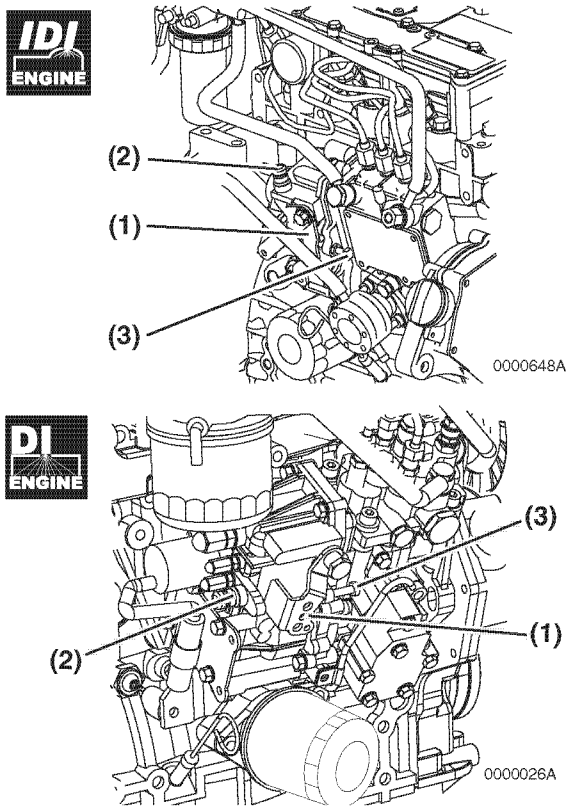

*Figure 15*
The governor lever **(Figure 15, (1))** controls the engine speed. The lever is linked to the engine speed control device in the driven machine.
The high idle speed limit screw **(Figure 15, (2))** restricts the maximum engine speed when the engine is operated without a load.
The low idle speed limit screw **(Figure 15, (3))** sets engine speed while it is idling.